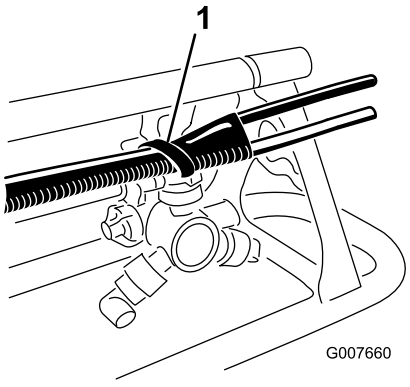

图8
B. 将软管末端对齐上撑杆的末端。使用塑料扎带将泡沫软管固定到支柱的孔中（图8）。